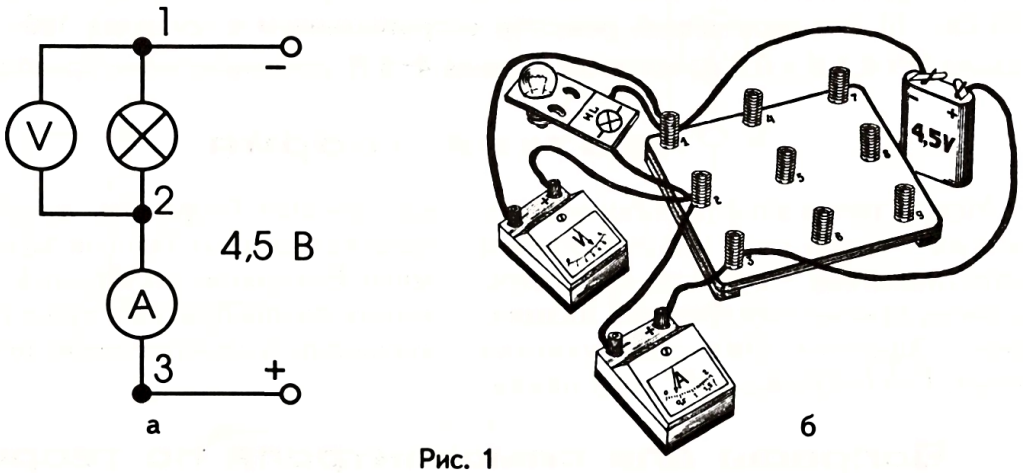

Рис. 1
1. Соберите электрическую цепь по рис. 1 и вычислите сопротивление лампы.